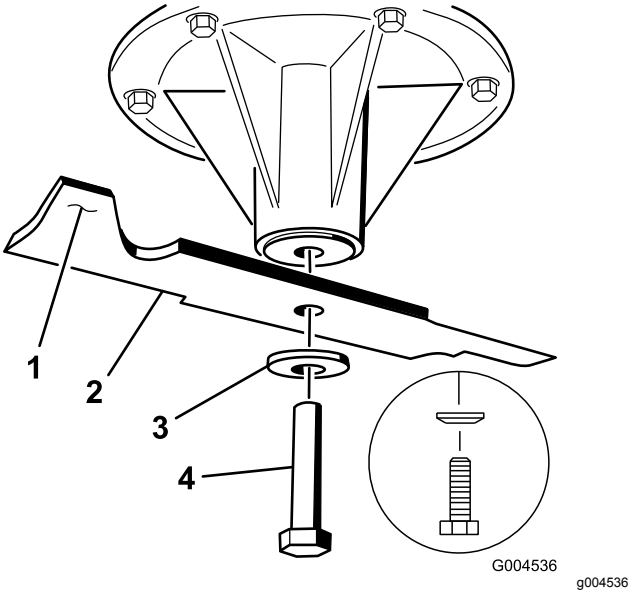

Figur 92
1. Monter skærekniven på spindelakslen (Figur 92).
2. Monter fjederskiven og knivbolten (Figur 92).
Bemærk: Fjederskivens konus skal installeres mod boltens hoved (Figur 92).